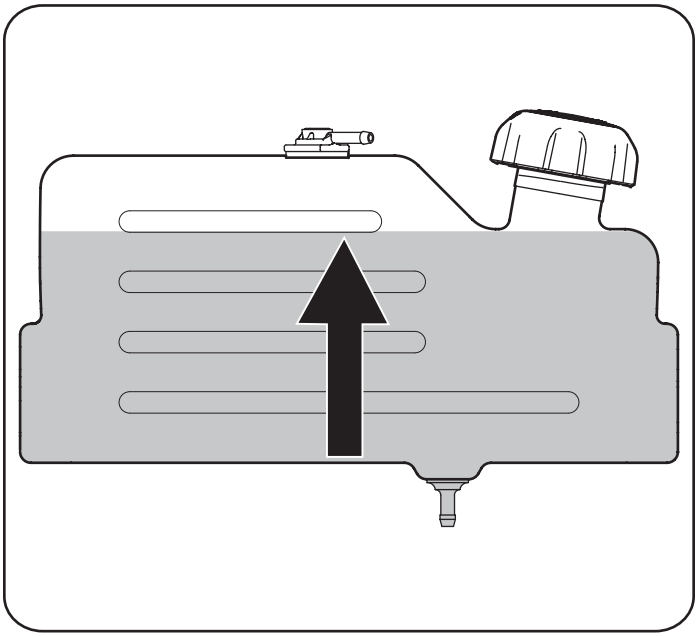

Figure 9
2. Fill the fuel tank with gasoline. Use only clean, fresh (no more than 30 days old), unleaded gasoline. Fill tank to the base of the filler neck to allow space for fuel expansion. DO NOT TOP OFF THE TANK WITH FUEL. See Figure 9.